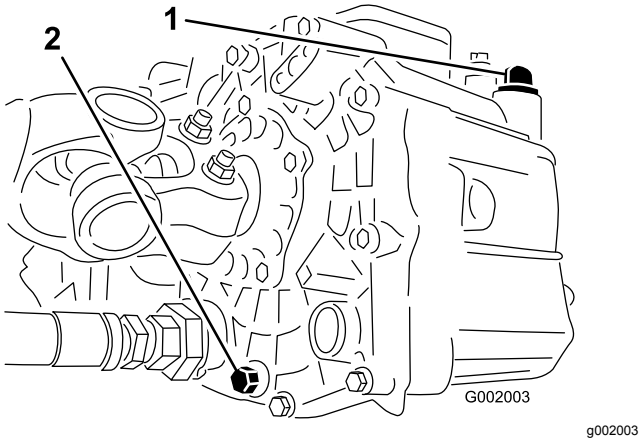

Rysunek 53
3. Odkręć korek spustowy z boku zbiornika i spuść olej hydrauliczny do miski drenażowej (Rysunek 53).